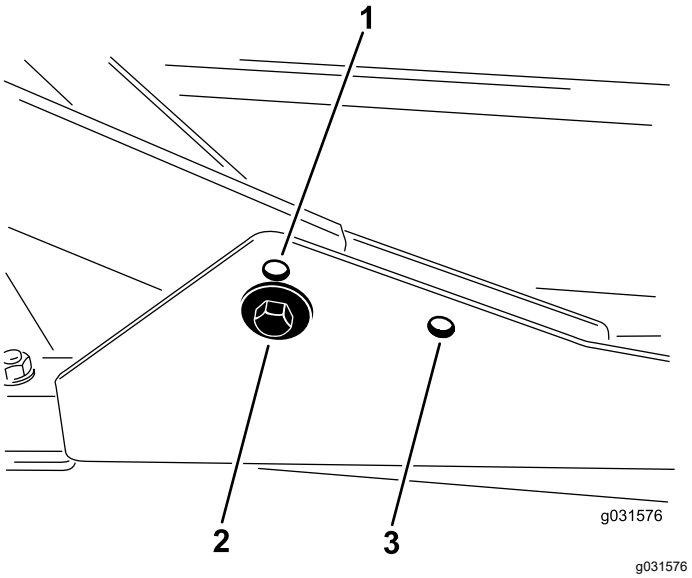

Figur 16
1. För klipphöjder inom området 2 till 7,6 cm bör de främre bärramarna monteras i de främre nedre monteringshålen (Figur 16).
2. För klipphöjder inom området 6,3 till 10 cm bör de främre bärramarna monteras i de främre övre monteringshålen (Figur 16).
Det bakre klippdäcket bör monteras i de bakre monteringshålen för samtliga klipphöjder (Figur 16).